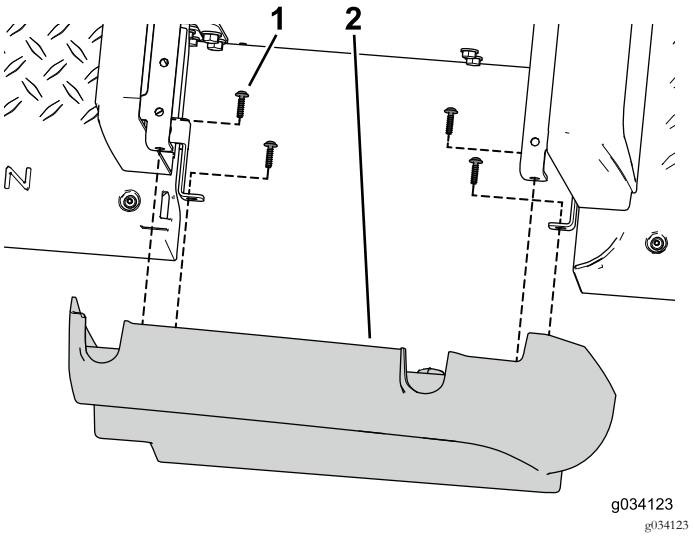

Figuur 43
1. Gebruik de 8 zelftappende schroeven (3/32 x 7/8 inch) om de bij de set geleverde zijpanelen links en rechts aan de voorste stoelbasispanelen te bevestigen (Figuur 43).